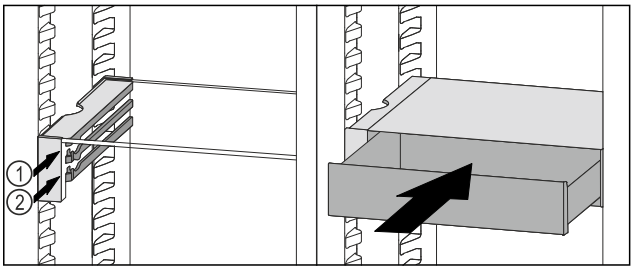

Fig. 150
▶ Place the VarioSafe drawer behind the stoppers on desired rib *Fig. 150 (1)* or *Fig. 150 (2)*.